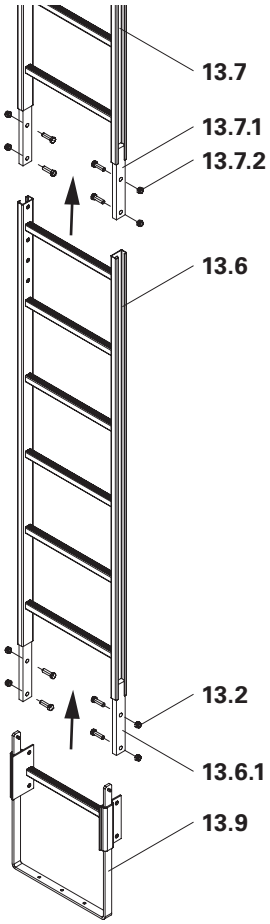

Abb. B4.01
3. Leiterfuß (**13.9**) in gleicher Weise mit 4 Schrauben M12 x 40 (**13.2**) und Muttern an Verbindungsstück (**13.6.1**) der unteren Leiter montieren (Abb. B4.01).